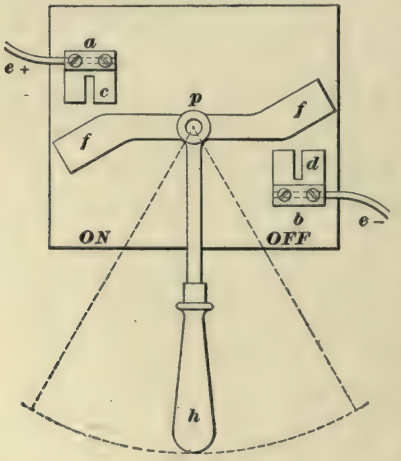
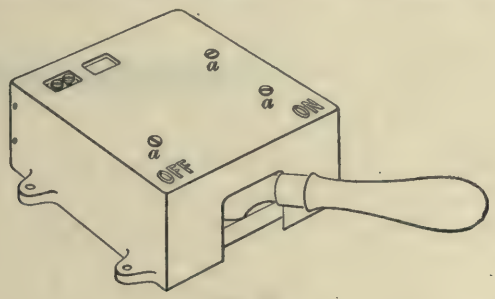

FIG. 29.
FIG. 30.
**27. Simple Switch.** Fig. 29 shows a simple form of switch, modifications of which are found in Figs. 30 to 37 inclusive. In Fig. 29, *a* and *b* are two connecting posts to receive the two wires *e*+ and *e*− leading into and out of the bonnet top; *c* and *d* are two spring jaws in metallic connection with posts *a* and *b*; *f f* is
**28. The Westinghouse Switch.**—Fig. 30 shows the general appearance of the Westinghouse switch. The switch fixtures are mounted on a wooden base and over the whole is fitted the iron cover provided with four legs by means of
separated from each other. Fig. 29 illustrates the idea, but does not illustrate it as carried out on the Westinghouse switch.